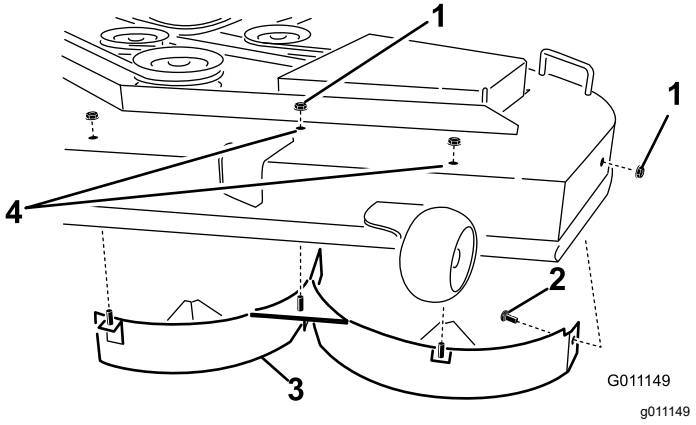

Figur 13
4. Lossa de två låsmuttrarna (5/16 tum) som sitter på den vänstra skärmens svetsade tappar ovanpå klippdäcket i mitten och till vänster om mitten (Figur 13).
6. Ta bort den vänstra skärmen från klippdäcket enligt Figur 13.